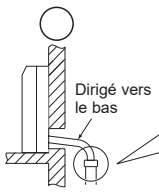

Fig. 1
- Le tuyau de vidange doit être dirigé vers le bas pour faciliter l'écoulement. (Fig. 1)